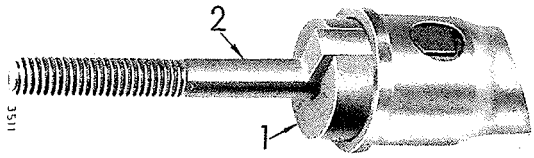

Bild 176
Der Ausziehерkopf (2), Bild 176, wird in die Glühkerzenbohrung eingehakt und mit der Führung (1) gesichert.